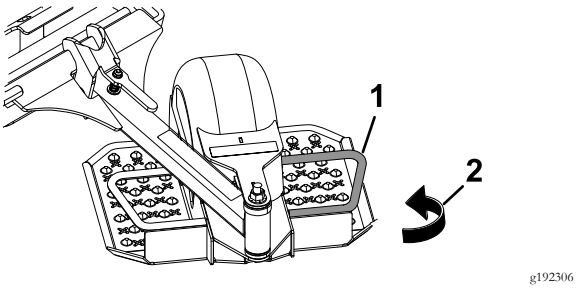

Figure 25
2. Slowly and carefully rotate the StandOn until it contacts the drawbar (see Figure 25).